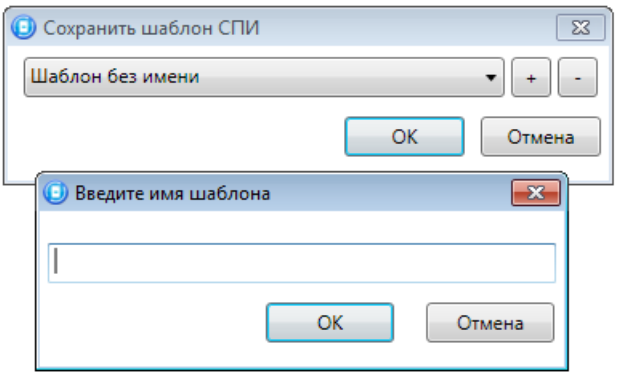

Рисунок 4.45 — Сохранение шаблона
- *Сохранить шаблон настроек:* открытие окна *Сохранить шаблон СПИ* (см. рисунок 4.45), с помощью которого может быть сохранена конфигурация ПОО контроллера в качестве шаблона.